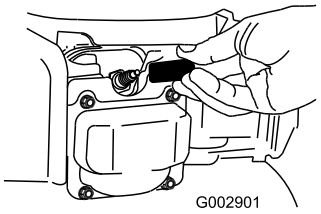

Figura 19
2. Staccate il cappellotto dalla candela (Figura 19) prima di eseguire interventi di manutenzione.